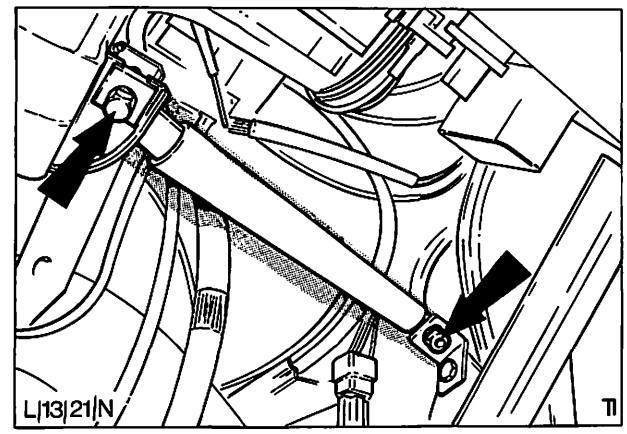

Abb. 77 Lenksäulenstütze
9. Befestigungsmutter (2) der Lenksäulenstütze, wenn vorhanden, lösen und Stütze entfernen, Abb. 77.